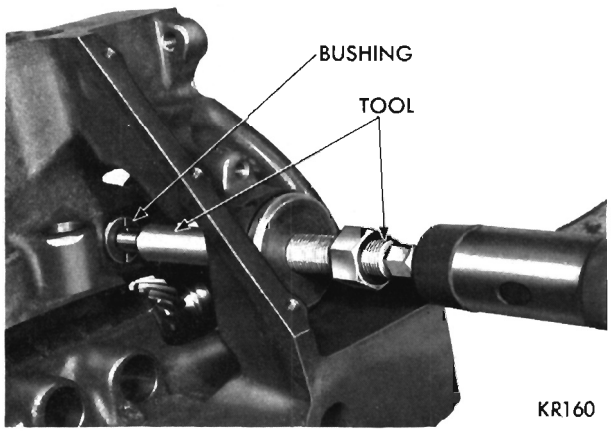

Fig. 36—Installing Distributor Drive Shaft Bushing
(1) Slide a new bushing over burnishing end of Tool C-3053 and insert tool bushing into the bore.
(2) Drive bushing and tool into position, using a hammer (Fig. 36).
(3) As the burnisher is pulled through the bushing by tightening remover nut, the bushing is expanded